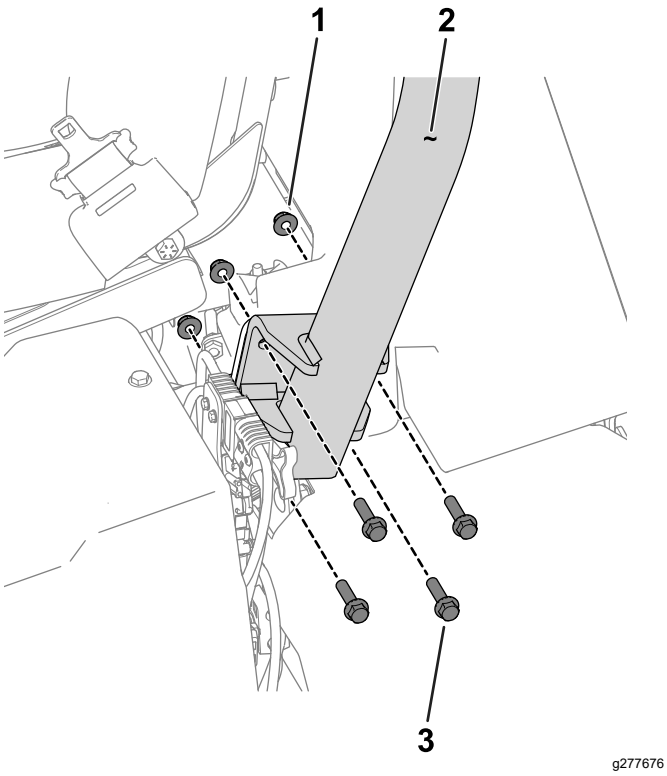

Figura 3
3. Utilize oito parafusos de cabeça sextavada (⅜ x 1½ pol.) e oito porcas (⅜ pol.) para prender a barra de segurança aos suportes da barra de segurança em cada lado da máquina (Figura 3).